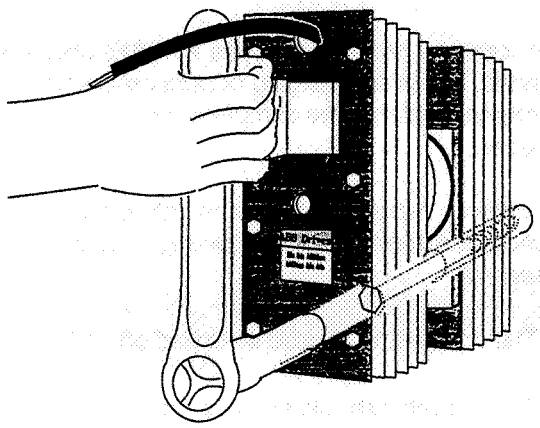

Figure 1.
- Unscrew the heat sink package using a socket wrench with extension as shown in figure 1. **Note!** Do not pull out the screw.